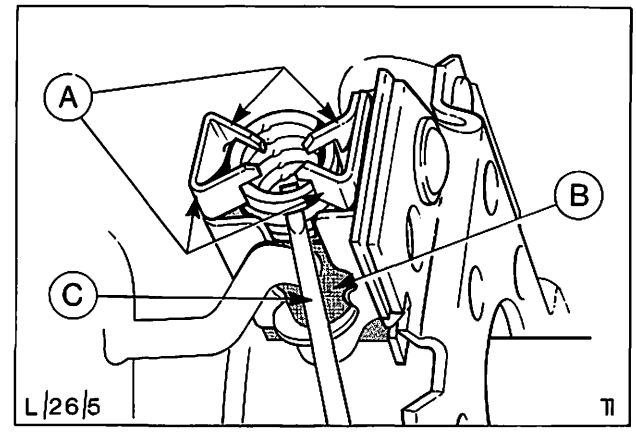

Abb. 85 A = Halteklammern – Bürstenfeder
6. Kohlebürsten (4), einzeln aus dem Bürstenhalter lösen, indem man die Halteklammern so verbiegt, daß Bürsten und Federn entnommen werden können, dabei Bürstenfeder mit einem kleinen Schraubenzieher in ihrem Sitz festhalten, um ein Abspringen zu vermeiden, Abb. 85.